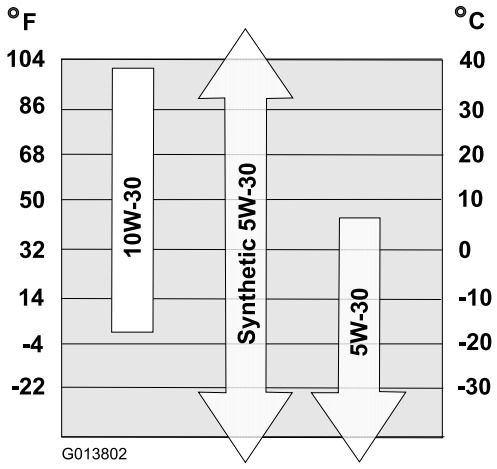

Figur 21
6. Bruk Figur 21 nedenfor for å velge den beste oljeviskositeten for forventet utendørstemperatur: